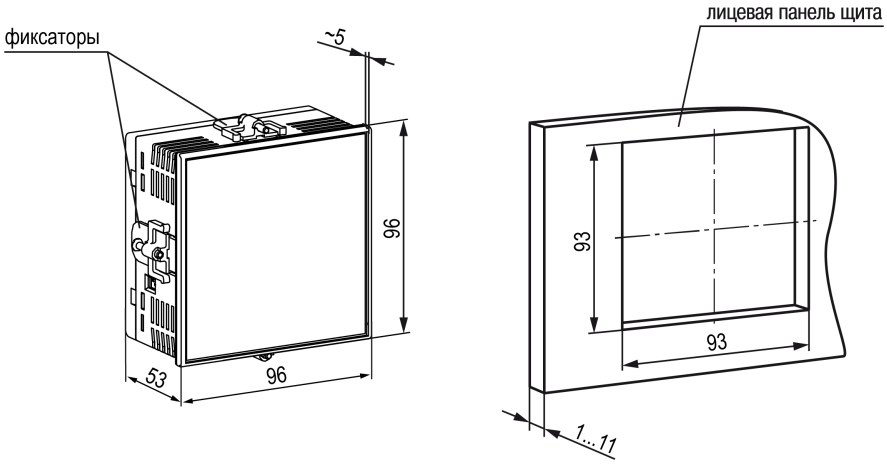

Рисунок 4.2 – Габаритные размеры корпуса Щ1 и монтажного отверстия в щите
1. Подготовить в щите управления монтажный вырез для установки прибора с помощью шаблона из комплекта поставки (см. рисунок 4.2).